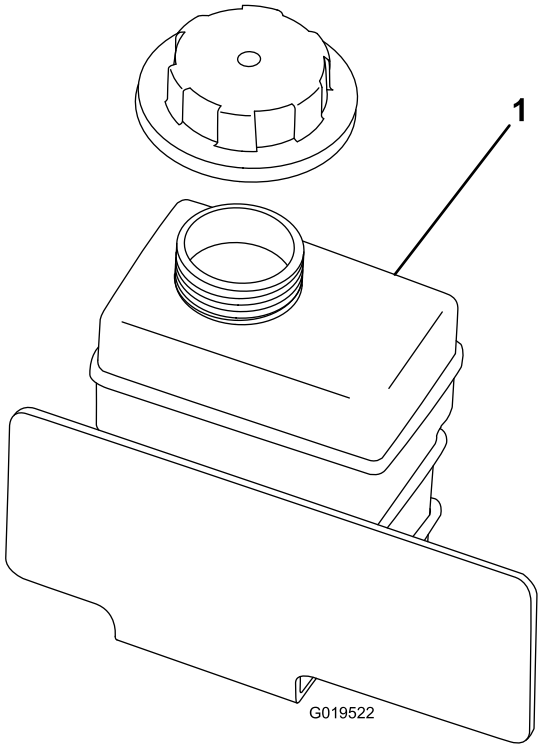

Figur 17
2. Kontroller kjølemiddelnivået ved reservetanken (Figur 17). Kjølemiddelnivået skal være fylt opp til bunnen av påfyllingshalsen.